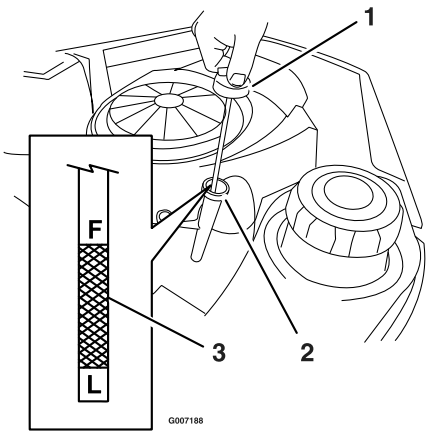
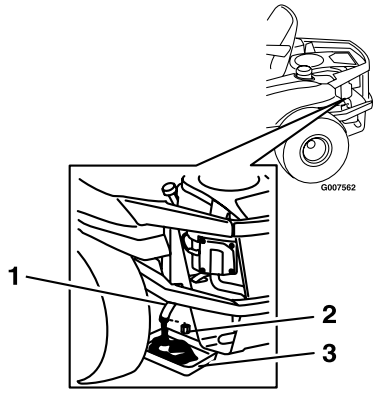

Figuur 31
Figuur 33
4. Verwijder de olievulbuis/peilstok; veeg de olie eraf. Plaats de peilstok weer stevig op zijn plaats (Figuur 31).
5. Reinig de omgeving van de aftapplug en het frame van de machine. Plaats een opvangbak onder de machine direct onder de aftapopening zoals wordt getoond in Figuur 33
6. Verwijder de olieaftapplug (Figuur 33). Verwijder de vuldop/peilstok (Figuur 31).
9. Als alle olie is afgetapt, kunt u de aftapplug weer terugplaatsen. Draai de plug vast met een torsie van 14 Nm. Veeg overtollige olie op het frame weg (Figuur 33).
11. Plaats het nieuwe oliefilter op de montagetussenstuk. Draai het oliefilter rechtsom totdat de rubberen pakking contact maakt met het tussenstuk. Draai het filter vervolgens nog eens een 1/2 tot 3/4 slag (Figuur 33).
14. Controleer het oliepeil (Figuur 31); zie Oliepeil controleren.